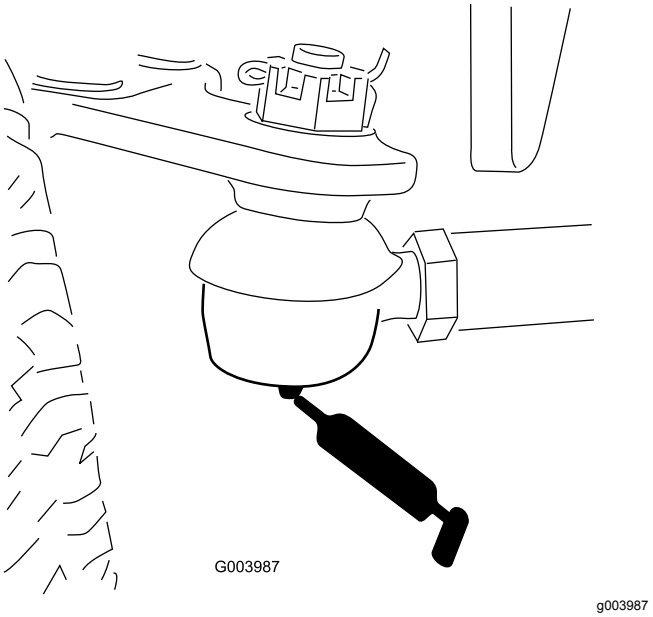

Figuur 79
- Trekstang van achteras (2) (Figuur 79)